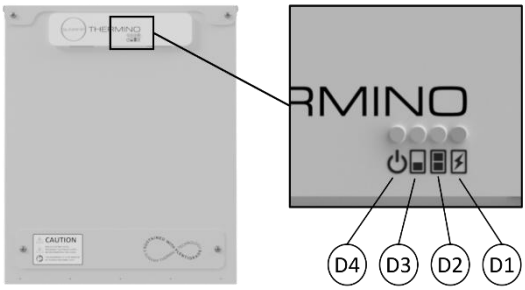

Figure 12 – Thermino xPlus Heat Battery LED operation
6. Check the front of the Heat Battery to ensure that the “power” LED is lit (see Figure 12 & Table 9).